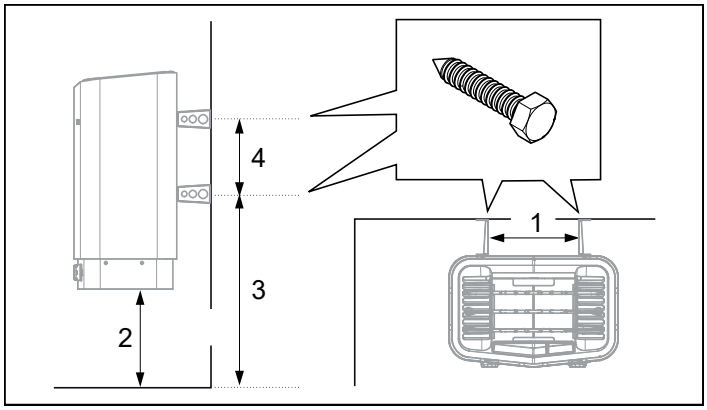

Abbildung 13: Abmessungen
7. Positionieren Sie die Halterungsschrauben unter Beachtung der Maßangaben (siehe Abbildung 13).